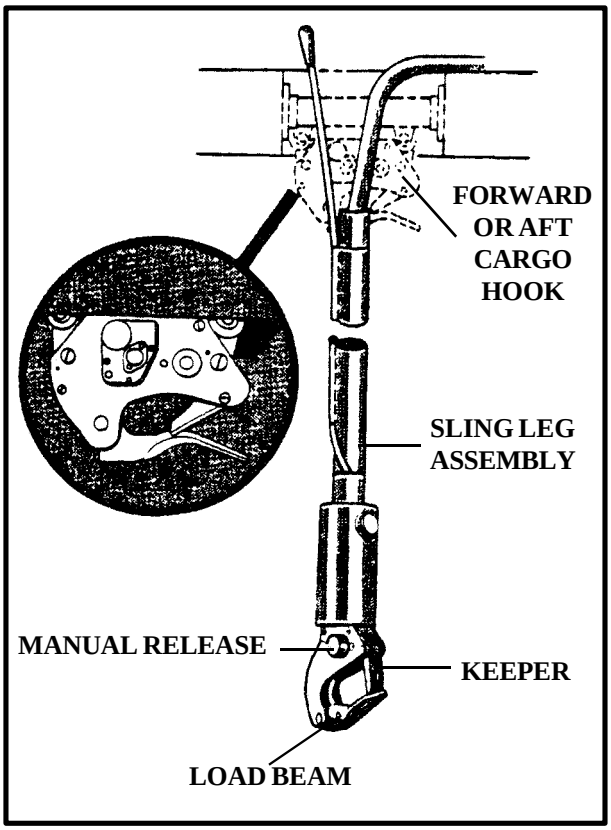

*Figure 2-20. H-53E Forward and Aft Cargo Hooks*
**(2)** A dual-point suspension system, similar to the CH-47D, uses a forward and aft cargo hook (Figure 2-20). These two cargo hooks, located 10 feet apart, must be used for dual-point loads. The aircraft maximum lift capacity when carrying a dual-point load is 32,000 pounds with a maximum of 60 percent of the sling load on either the forward or aft hook. A pendant specifically designed for the H-53E is used with the dual-point system to provide additional clearance between the helicopter and the hookup team. The aircrew can open the forward or aft cargo hook electrically or manually. A manual release lever is located on the left side of the cargo hook. In an emergency, the ground crew can open the hook by moving the manual release lever up.